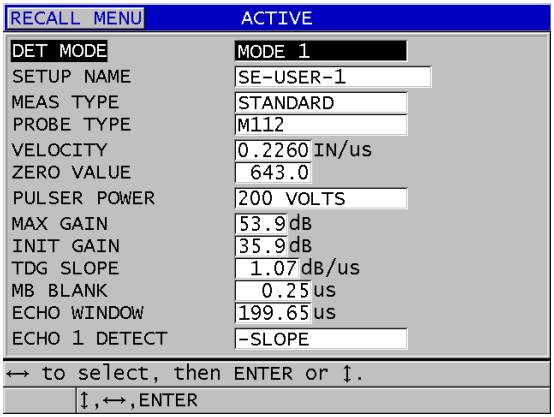

Rysunek 13-1 Ekran ACTIVE (Aktywne) konfiguracji głowicy jednoelementowej
5. Na ekranie **ACTIVE** (Aktywne) (patrz Rysunek 13-1 na stronie 261):